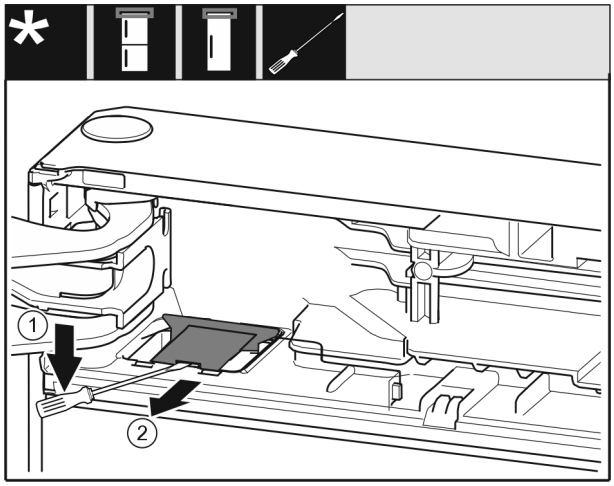

Fig. 14
▶ Cu o șurubelniță plată deblocați capacul *Fig. 14 (1)*.
▶ Îndepărtați capacul *Fig. 14 (2)*.